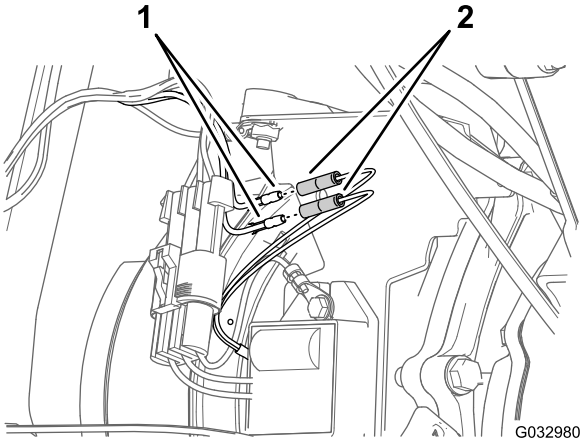

Figuur 12
1. Ga naar de kabelboom van de wisselstroomdynamo van de motor aan de achterzijde van het motorcarter (Figuur 12).
2. Sluit de 2 mannelijke aansluitingen van de kabelboom aan op de 2 stekkers met één contact van de kabelboom van de wisselstroomdynamo van de motor (Figuur 12).